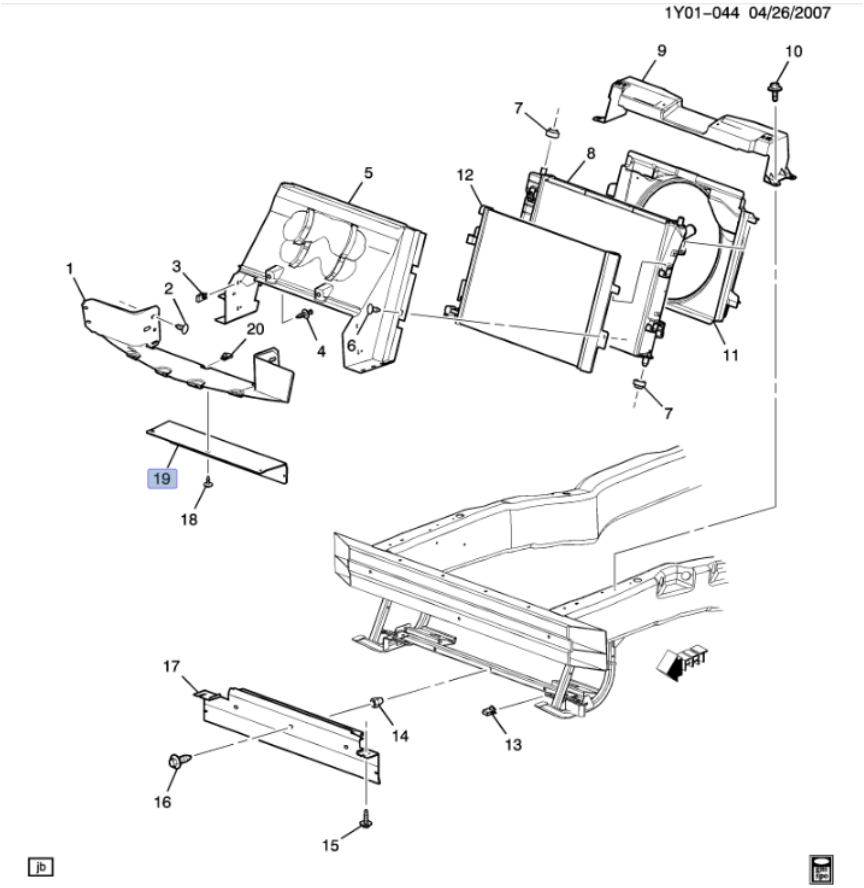

Figure 1 - Rubberized Felt, Item #19
3. If present, remove the rubberized felt covering the lower opening on the bumper cover by removing all six screws, shown in **Figure 1**.